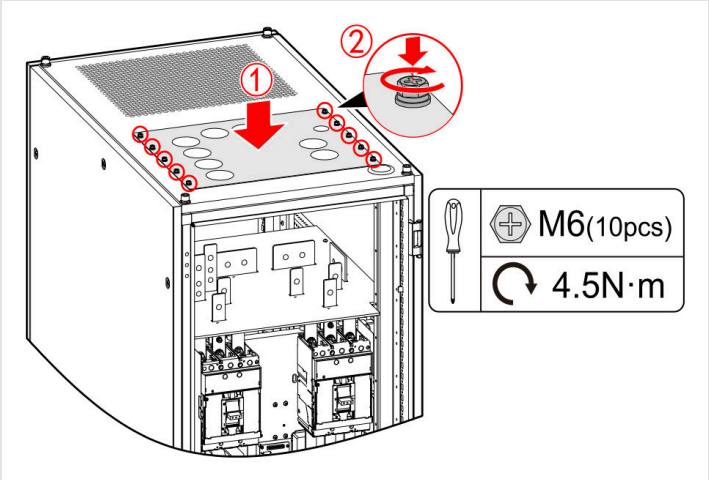
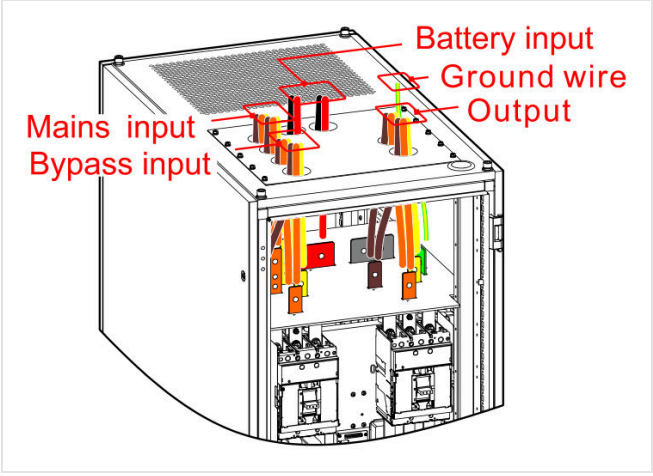

FIGURE 4-46 Refit the drilled top plate (M6 × 10, 40 lb-in / 4.5 N·m)
FIGURE 4-47 Cables in through the top: utility input, bypass input, battery input, ground, output
4. Refit the drilled top plate (M6, 10 pieces, 40 lb-in / 4.5 N·m), fit the conduits, and pull the utility input, bypass input, output, battery + and – and ground cables through their holes (Figure 4-46, Figure 4-47).